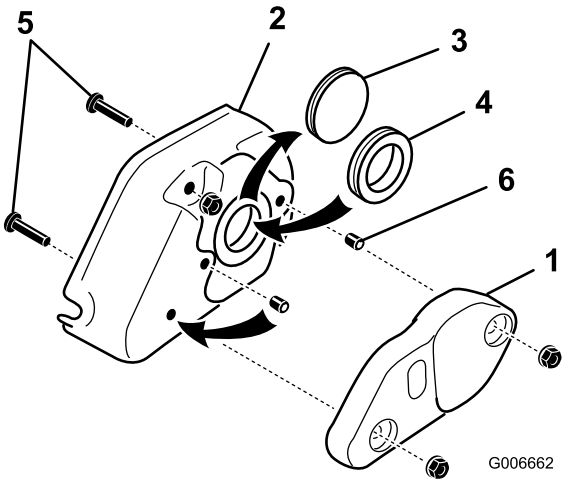

Figura 28
31. Retire las 2 tuercas con arandela prensada de 5/16" que sujetan el contrapeso del acondicionador a la cubierta del acondicionador y retire el contrapeso (Figura 28).
6. Tornillo de fijación (2)
32. Retire el disco de goma de la cubierta y sustitúyalo con el anillo de goma (Figura 28).
33. Retire los 2 tornillos de 5/16" x 1-1/4" enroscados en la cubierta (Figura 28).
34. Retire el tornillo de fijación del taladro central de la cubierta del acondicionador (Figura 28). Instale este tornillo de fijación y el tornillo de fijación incluido con el kit en los taladros usados anteriormente para los tornillos de montaje de la cubierta. Aplique Loctite a los tornillos de fijación antes de la instalación. Asegúrese de que los tornillos de fijación están enrasados con la cubierta.